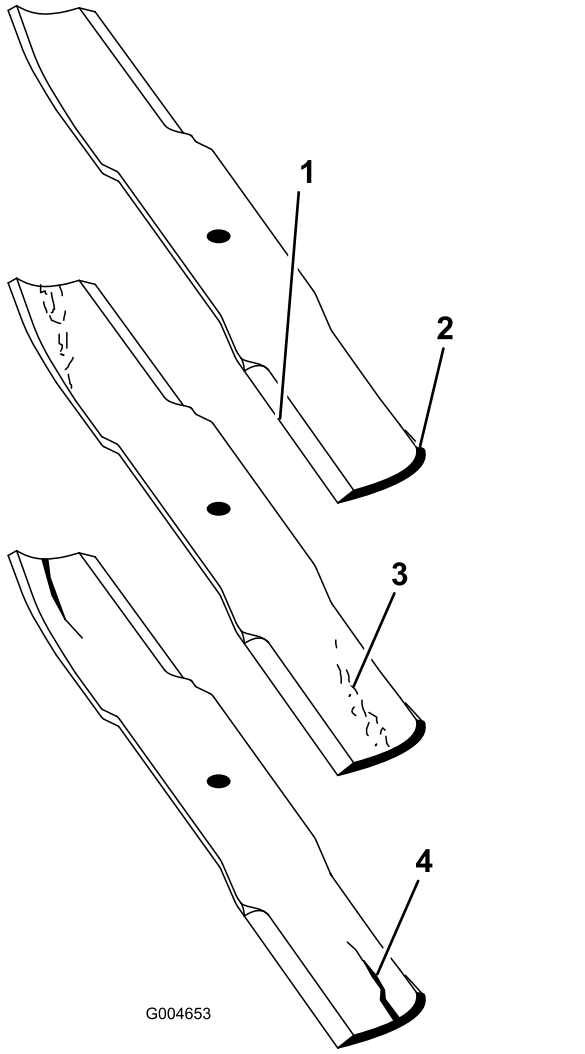

Figur 103
2. Undersøg omhyggeligt skæreknivens skær, især der hvor den flade side og den buede side mødes (Figur 103).
Bemærk: Da sand og slibematerialer kan slide det metal, der forbinder den flade og den buede del af skærekniven, væk, skal skærekniven kontrolleres, før plæneklipperen anvendes. Hvis der opdages tegn på slitage (Figur 103), skal kniven udskiftes.